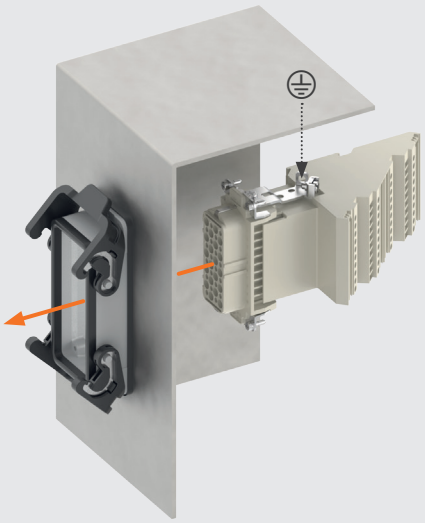
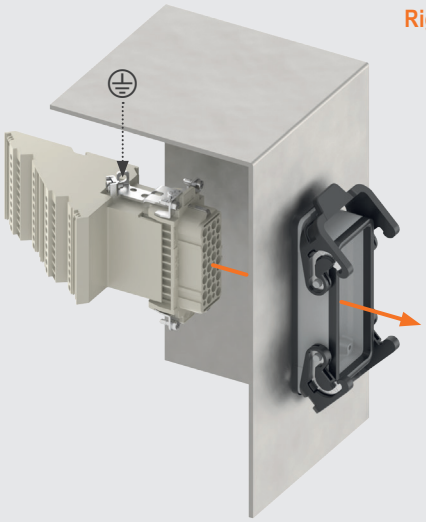

Figure 3
Figure 4
- **CT series** is available in the versions “left-hand” and “right-hand” for mounting on the left (**Figure 3**) or on the right (**Figure 4**) of the control panel walls. This characteristic is determined by the position of contact “1” and the protective earth terminal in the upper part of the insert terminal block for both left and right mounting.